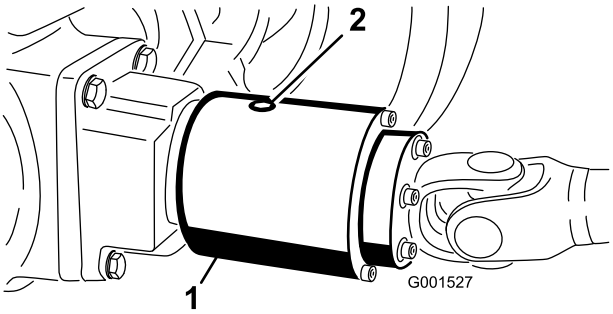

Figur 55
3. Drej koblingen, så kontrolproppen vender nedad (Figur 55).